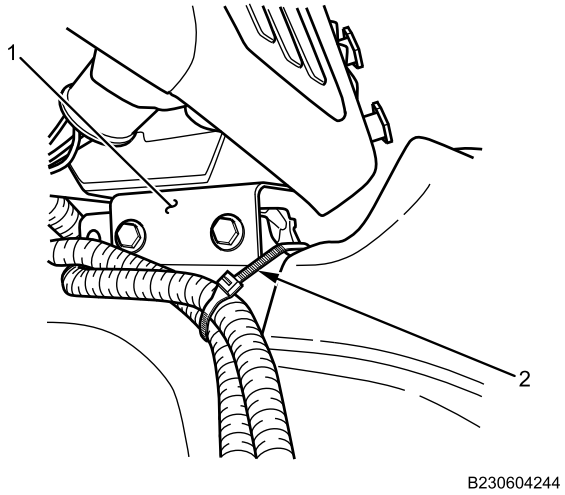

Figure 7. Cable Lock Strap.
13. Remove and discard cable lock strap (Figure 7, Item 2) from driver selector console (Figure 7, Item 1).